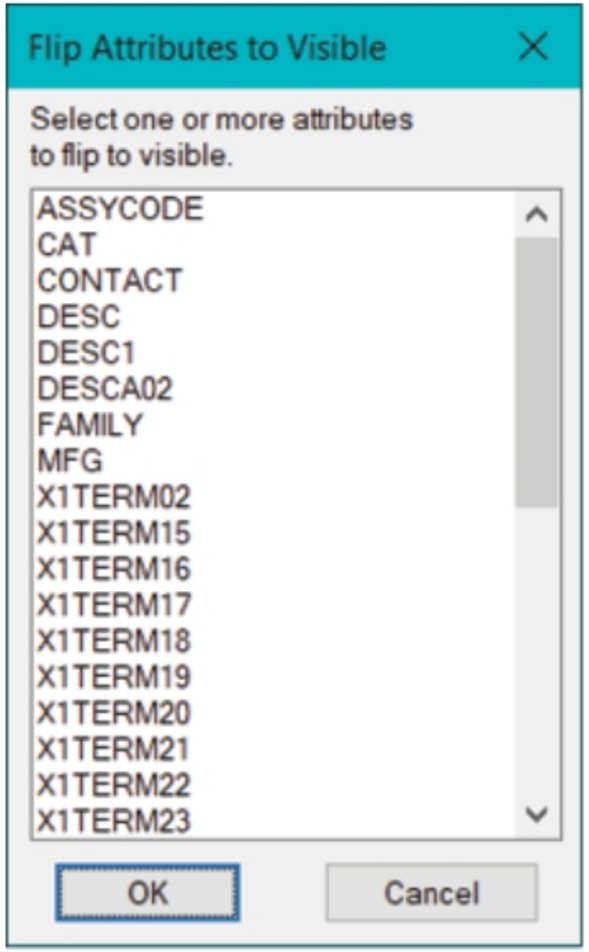

Figure-47. Flip Attributes to Visible dialog box
- Select the components whose attributes are to be displayed again and press **ENTER**. The **Flip Attributes to Visible** dialog box will be displayed; refer to Figure-47.